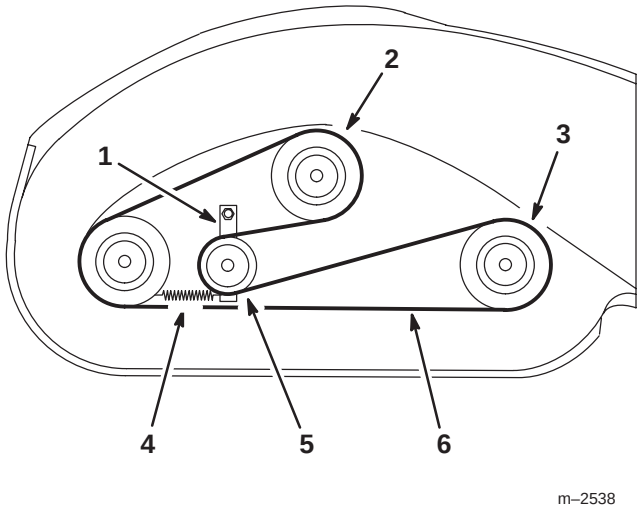

Figure 22
2. Grease the fittings on the three spindle bearings and the idler arm (Fig. 22).
4. Disconnect the idler arm spring to relieve tension on the idler arm and idler pulley, then remove the worn deck belt (Fig. 22).
5. Install the new deck belt around the two outboard spindle pulleys, the idler pulley, and in the lower groove of the center spindle pulley (Fig. 22).
6. Reconnect the idler arm spring (Fig. 22).